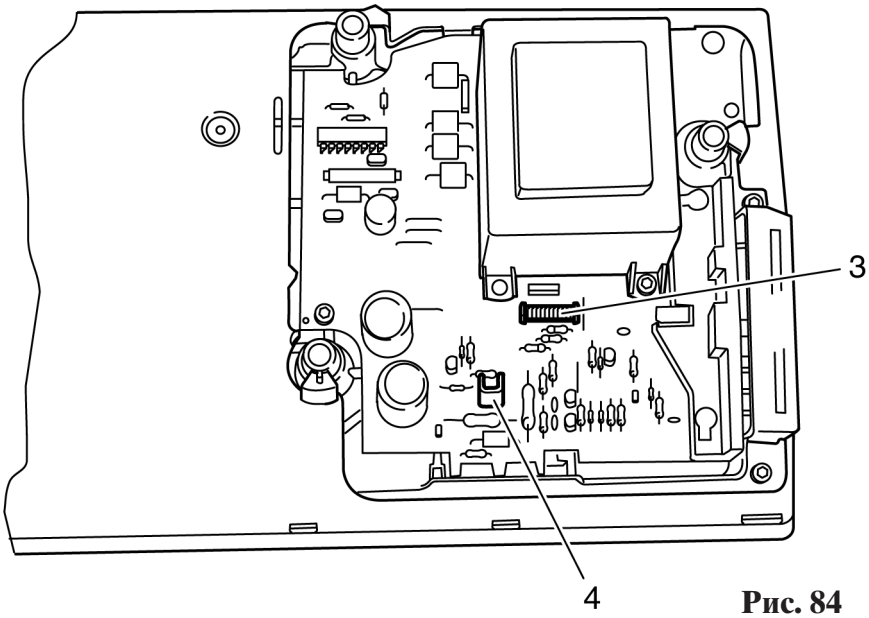

Рис. 84
- Отсоедините от платы штекерный разъем 12-жильного плоского кабеля 3, а также разъем кабеля двигателя 4 (рис. 84).